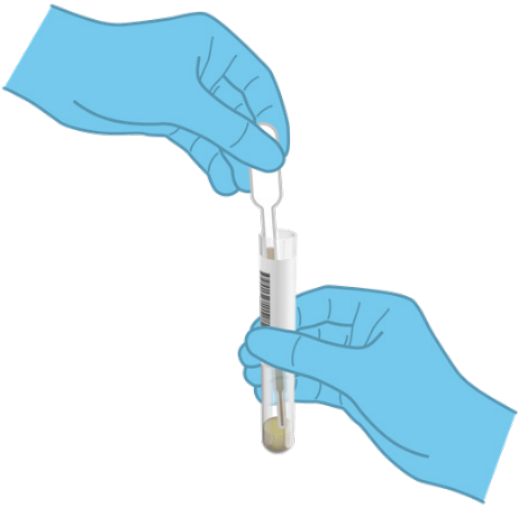

Рисунок 6. Взятие пробы в пипетку для переноса материала, входящую в комплект поставки
6. Откройте пробирку с пробой, подлежащей анализу. С помощью пипетки для переноса материала, входящей в комплект поставки, наберите жидкость. Наберите пробу до второй линии наполнения на пипетке (т. е. 200 мкл) (рисунок 6).